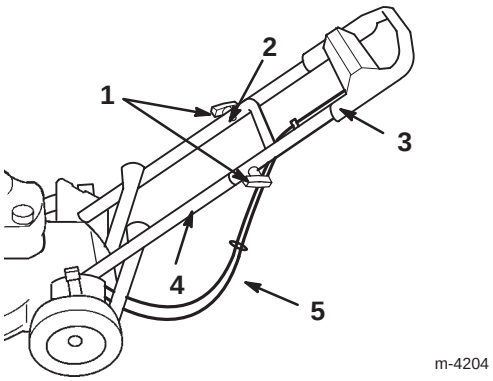

Figuur 3
2. Geprofileerde handgreepbout (2)
6. Zorg ervoor dat de kabels onder en achter het onderste deel van de handgreep lopen, zoals wordt getoond in Figuur 3.